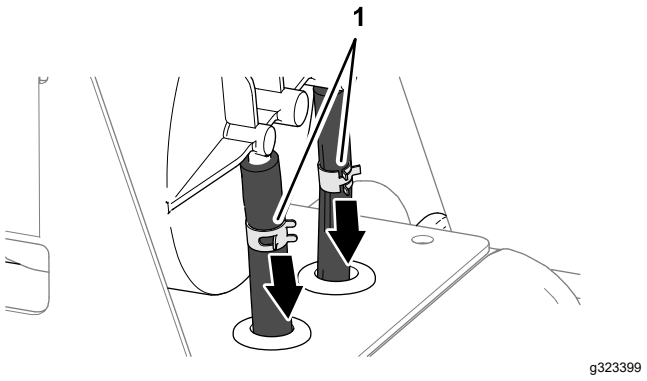

**Bild 84**
3. Lösen Sie die beiden Schlauchklemmen, mit denen die Schläuche an den Anschlüssen des Aktivkohlefilters befestigt sind (Bild 84).